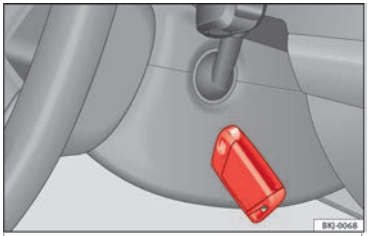

Fig. 150 On the right of the steering column: emergency start.
- Immediately after pushing the starter button, keep the vehicle key next to the right trim of the steering column ››› Fig. 150.